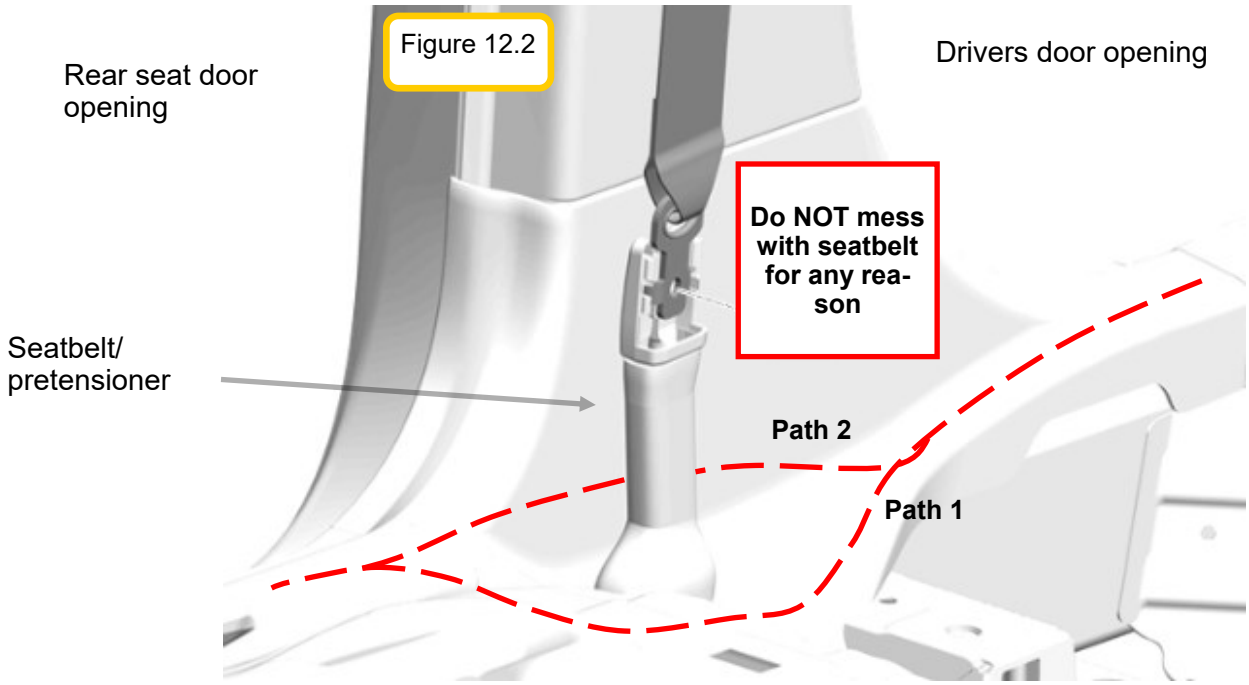

Figure 12.2
- **Use Figure 12.2 as reference only. Route to avoid interfering with seatbelt is most important!**